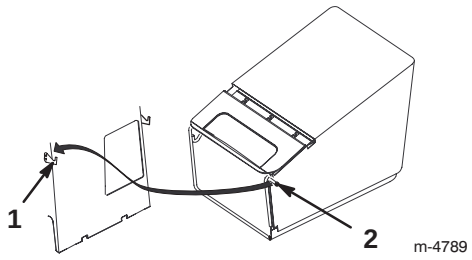

Figure 13
4. Hang the grass bag frame pins onto the deck hooks as shown in Figure 13.
4. Lift the grass bag frame pins off the deck hooks and out of the opening as shown in Figure 13.